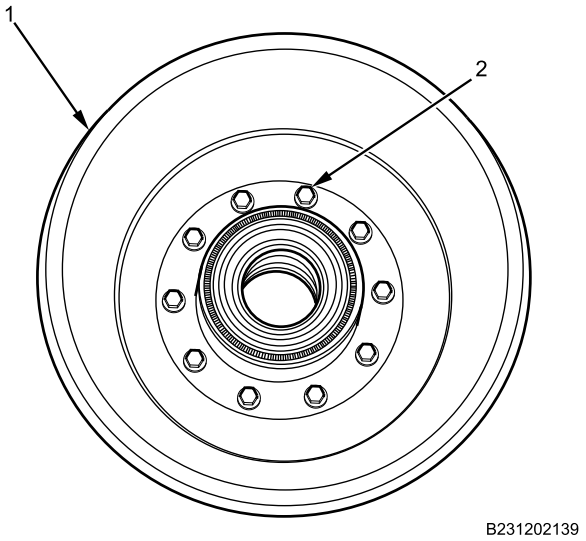

Figure 2. Rear Brake Drum.
4. Remove 10 bolts (Figure 2, Item 2), 10 washers, and rear brake drum (Figure 2, Item 1) from hub assembly.